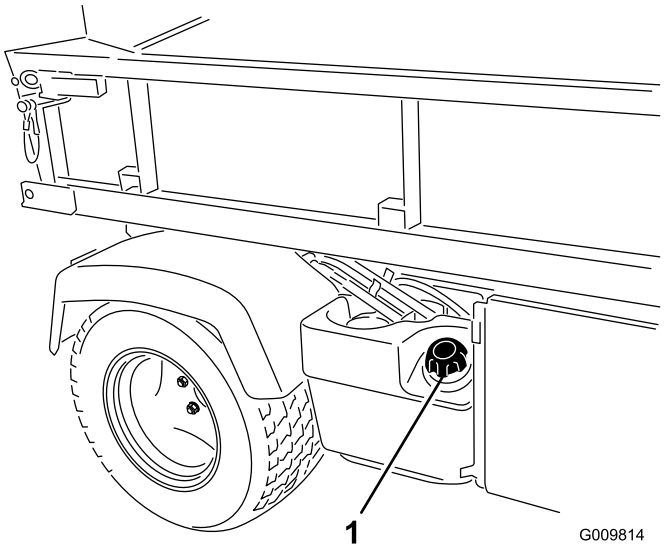

Figur 16
2. Ta bort tanklocket (Figur 16).